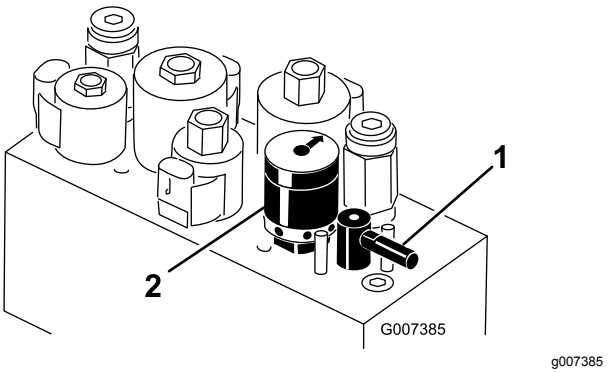

Figur 56
4. Drej baglapningsgrebet til positionen "R" (Figur 56).
5. Drej hastighedsregulatoren til knivcylindre til indstillingen 1 (Figur 56).